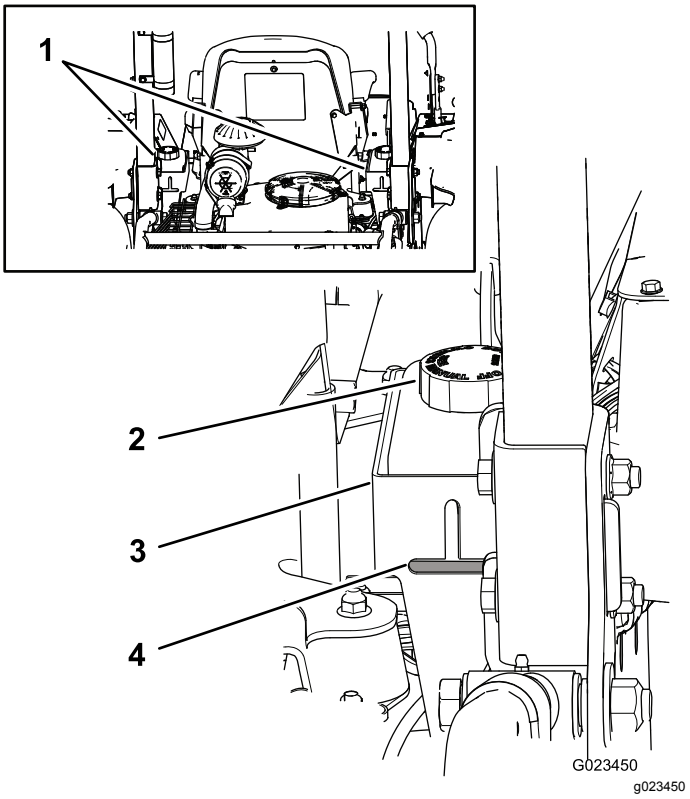

Figur 17
Maskinens tankar fylls med högkvalitativ hydraulvätska på fabriken. Det är bäst att kontrollera hydraulvätskan när vätskan är kall. Maskinen ska vara i transportinställningen. Om vätskenivån ligger under den övre kanten på den vågräta delen av det utskurna inspektionsfönstret på hydraultankarnas baksida (Figur 17) fyller du på vätska till den godkända nivån. **Fyll inte på för mycket i tankarna.** Om vätskenivån når upp till den övre kanten på den vågräta delen av inspektionsfönstret behöver du inte fylla på vätska. Rekommenderad utbytesvätska:
Obs: Vätskenivån ska vara längst ned i respektive öppning enligt Figur 17.
A. Gör rent omkring locken till vätsketankarna så att inte skräp kommer in i systemet (Figur 17).